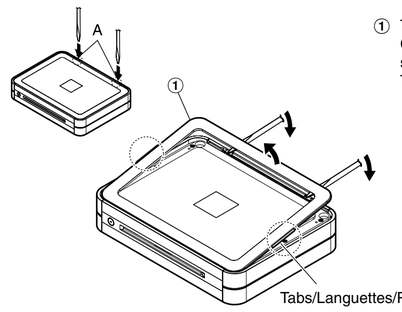
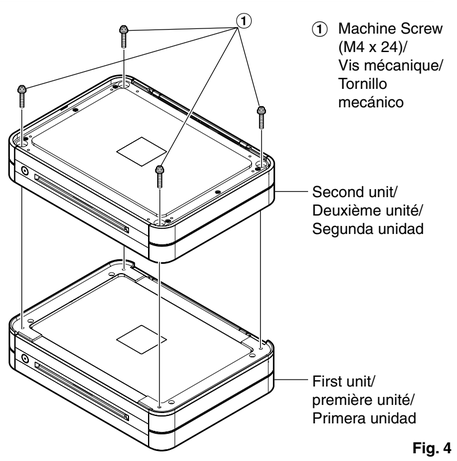

Fig. 1
Fig. 4
INSTALLATION (Fig. 1 - Fig. 4)
2. Remove the Top Cover by inserting a flat-tipped instrument (such as a panel removal tool or slotted screwdriver) into the 2 notches of the unit (marked A). If removal is still not possible, bend the Top Cover and remove the tabs on both sides. Refer to Fig. 1.
4. Attach the second unit with four Machine Screws M4 x 24 (Supplied). Refer to Fig. 4.